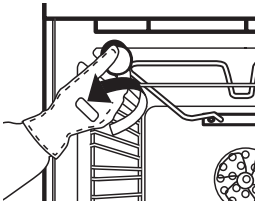

Fig. 5
2. Dévissez le cache de l'ampoule (fig. 5), remplacez l'ampoule grillée par une neuve (voir la remarque concernant le type d'ampoule utilisé) et revissez le cache.